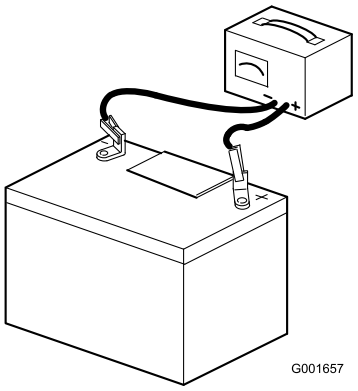

Figur 33
2. Anslut en 3 till 4 A batteriladdare till batteripolerna (Figur 33). Ladda batteriet med 3 till 4 ampere under 4 till 8 timmar.